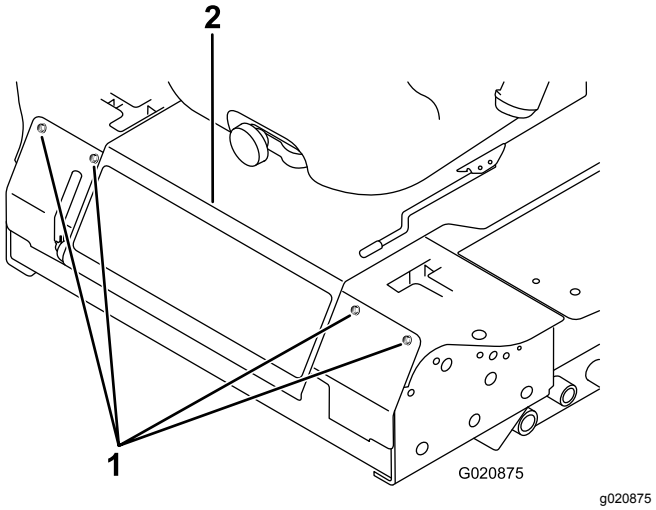

Bild 44
2. Nehmen Sie die Schrauben ab, mit denen die Frontplatte befestigt ist, und nehmen Sie sie ab (Bild 44).